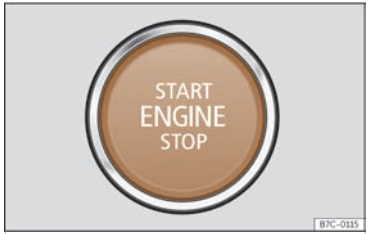

Fig. 112 Polsador d'arrencada.
En accedir al vehicle, el polsador d'arrencada ››› fig. 112 parpelleja per cridar la vostra atenció.
- Premeu el polsador d'arrencada ››› **fig. 112** sense trepitjar l'accelerador. Perquè el motor arrenqui, ha d'haver una clau vàlida en el vehicle. Després d'arrencar el motor, la il·luminació del polsador START ENGINE STOP es manté fixa indicant que el motor està arrencat[1].
- Premeu breument el polsador d'arrencada >>> fig. 112.